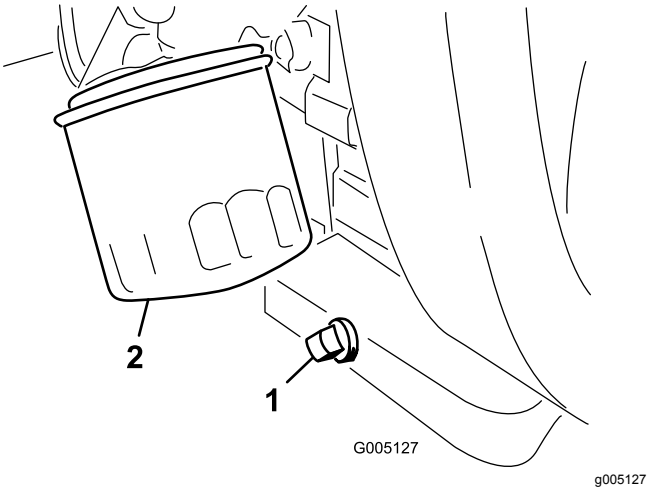

Figur 34
1. Fjern tappepluggen (Figur 34) og la oljen renne ut i en beholder.
2. Rengjør gjengene på tappepluggen, påfør PTFE-forseglingsmiddel og monter tappepluggen (Figur 34).
3. Ta av oljefilteret (Figur 34).